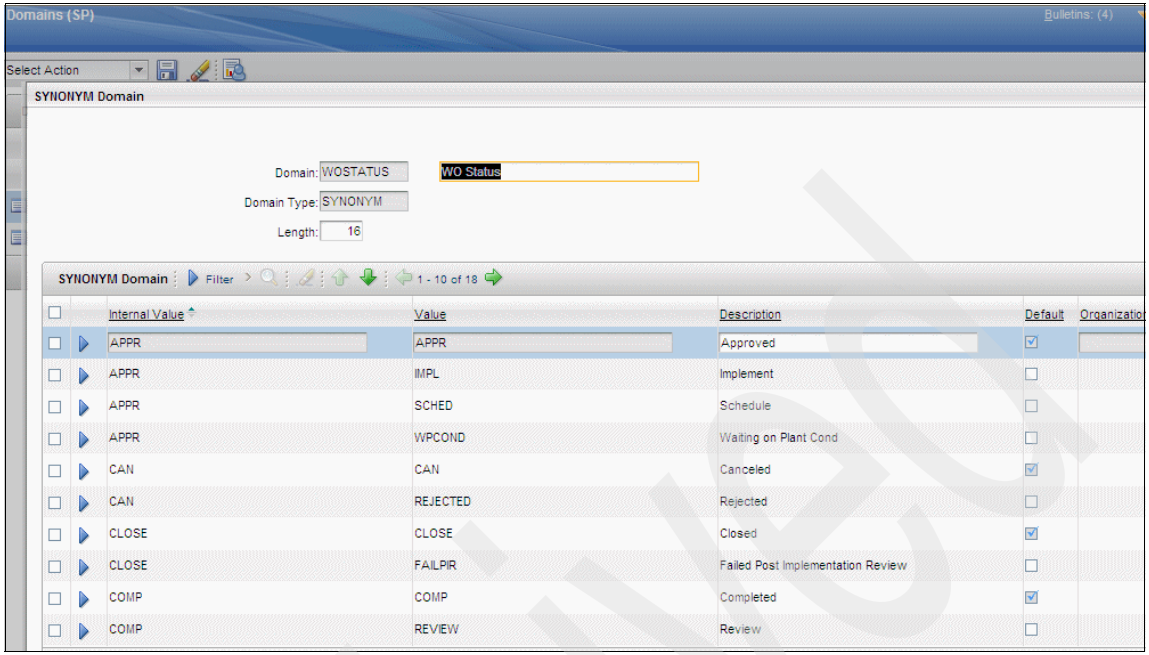

Figure 3-15 Domains (SP)
Domains (SP) allows you to manage the value list and filter it based on the customer. It is possible to create a list of acceptable values for a field that can be global or a list of acceptable values that can be valid only for a customer. See Figure 3-15 on page 37.